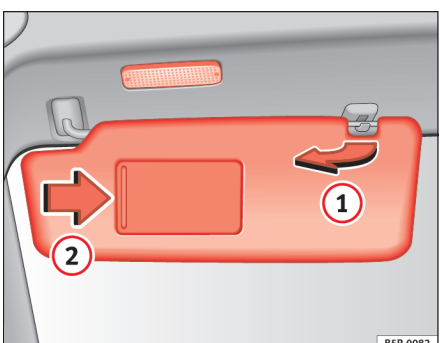

Fig. 80 Solskærm i førersiden
Solskærmene til fører og forsædepassager kan trækkes ud af holderne i midten af bilen og drejes over til dørene ⇒ fig. 80 (1).